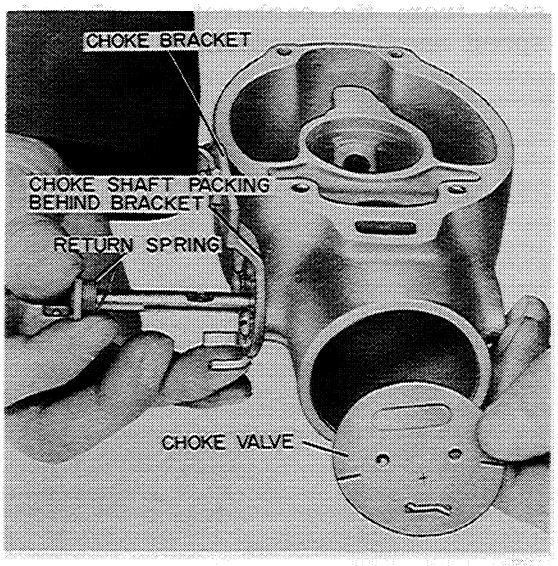

Figure N-34
1. Install the choke shaft packing and the choke bracket, Figure N-34.